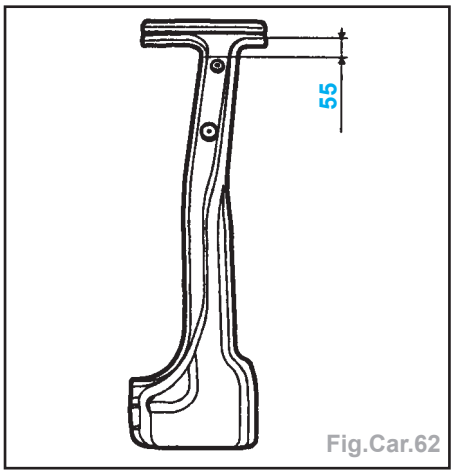

Fig.Car.62
- Tracer puis découper à l'aide d'une meule épaisseur 1 mm (coupe définitive) (Fig.Car.62).